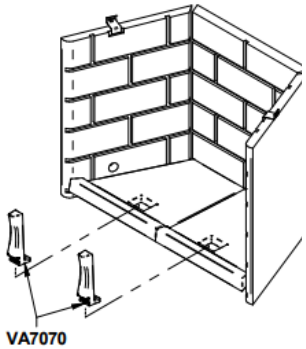

Figure 42.1
1. Retirez les andirons (VA7070) en dévissant les boulons d'ancrage. **Figure 42.1**